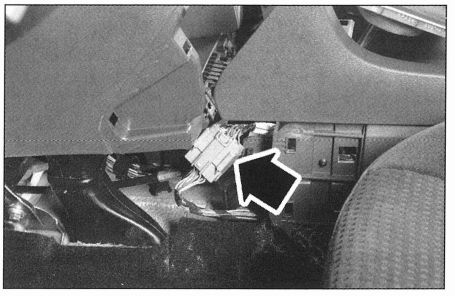

FIG. 32
• Sacar el conector **(fig. 32)**.